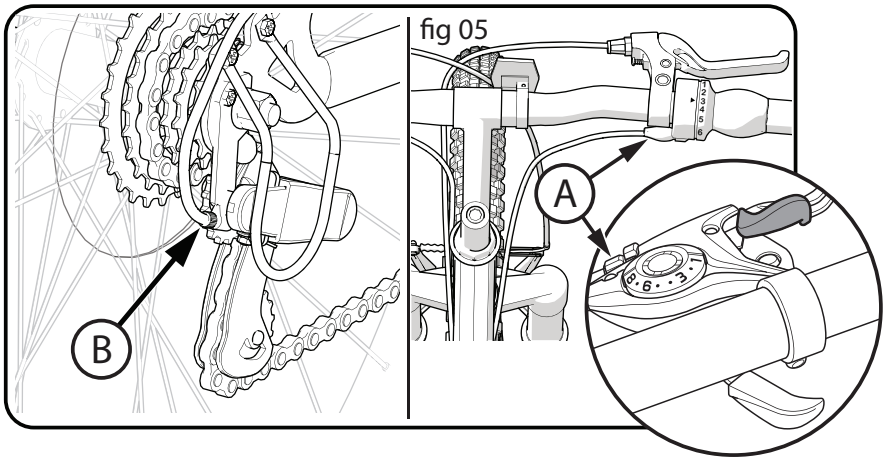

fig 05
- Turn the lever Barrel Adjuster Ⓐ and rear Derailleur Adjustor Ⓑ all the way IN (**fig 05**).